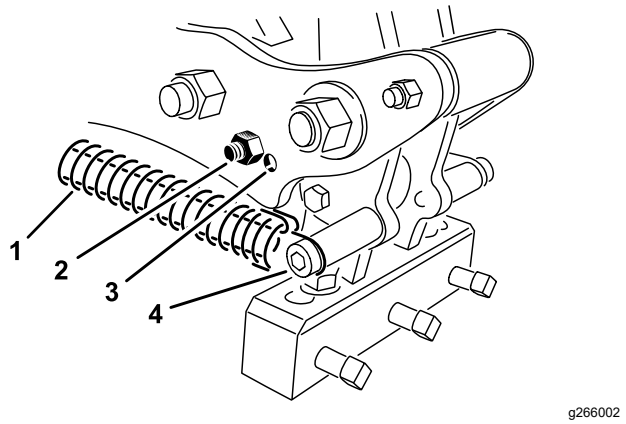

Figura 35
Impostate l'inclinazione delle fustelle in funzione della lunghezza delle fustelle stesse, sfruttando uno dei 2 fori di regolazione presenti sul braccio di collegamento. Questi fori consentono solo impostazioni predefinite. Quando utilizzate fustelle da 17,8 mm a 25,4 mm, posizionate il paraurti di testa più vicino alla parte posteriore della testa delle fustelle. Può essere necessario utilizzare l'altra posizione e il foro più lontano dalla testa (Figura 35) a causa di variazioni nelle condizioni del terreno.
3. Allentate la tensione della molla sulla testa delle fustelle (Figura 35).
4. Rimuovete il bullone del paraurti e il paraurti e installateli sull'altro foro di regolazione (Figura 35).